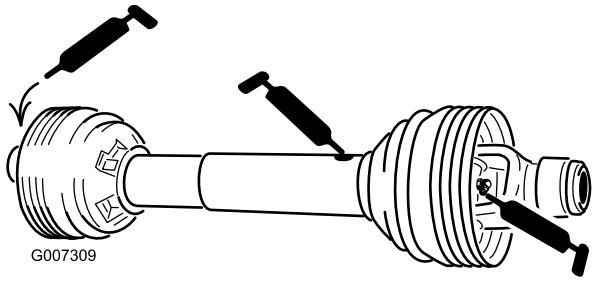

Figur 43
Kraftuttagsaxel (3) (Figur 43).